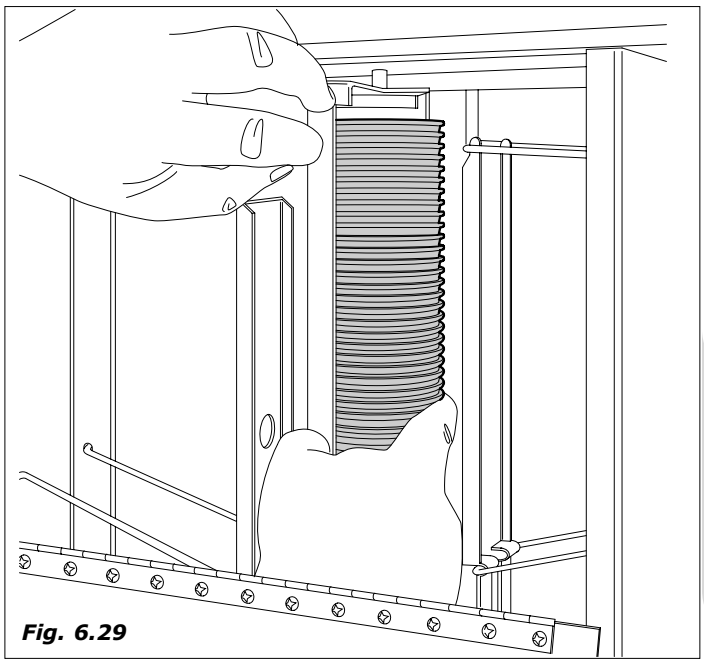

Fig. 6.29
- Introduzir a primeira coluna copinhos no tubo central porta copinhos (*Fig. 6.29*)